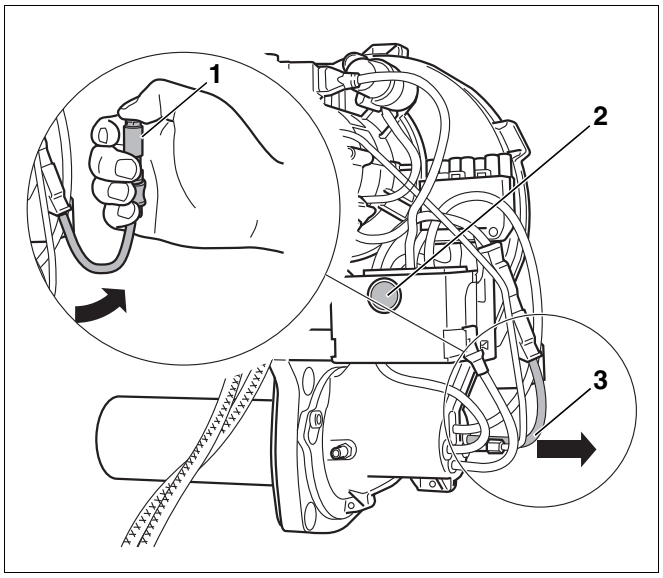

*Рис. 36 Проверка работы датчика пламени*
- При работающей горелке вынуть датчик пламени из гнезда, взяв его за предусмотренную для этого ручку (Рис. 36, **поз. 3**).
- Перекрыть датчик пламени (Рис. 36, **поз. 1**). После повторного запуска должно произойти отключение из-за неисправности.
- По истечении времени ожидания, составляющего примерно 30 секунд, нужно разблокировать автомат горения дизельного топлива, нажав кнопку подавления помех (Рис. 36, **поз. 2**).